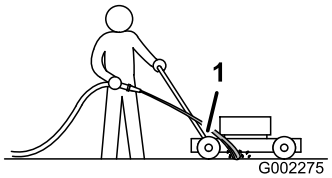

**Rysunek 30**
3. Przytrzymaj wąż ogrodowy przy dźwigni i skieruj strumień wody na ziemię, przed prawą tylną oponę (Rysunek 30).